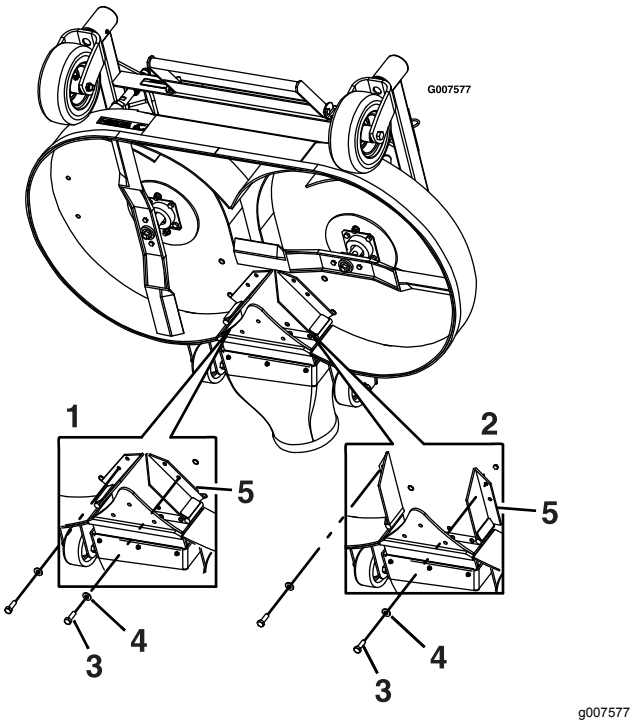

Figur 14
7. Fjern bolten og spændeskiven forrest på hver af fyldningsreduktionssystemets skærme (Figur 14).